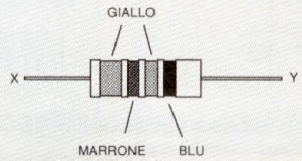

Figura 3
5. Identificate il tipo di diodo illustrato in Figura 3.
6. Il catodo del diodo in Figura 3 è collegato al terminale